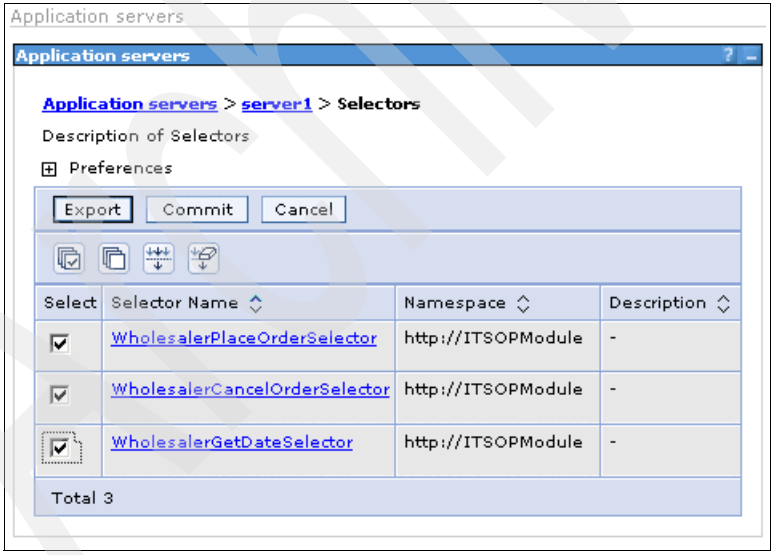

Figure D-17 The server1 Selectors window
4. In the Selectors window (Figure D-17), under the Select column, choose the selector names that changed: